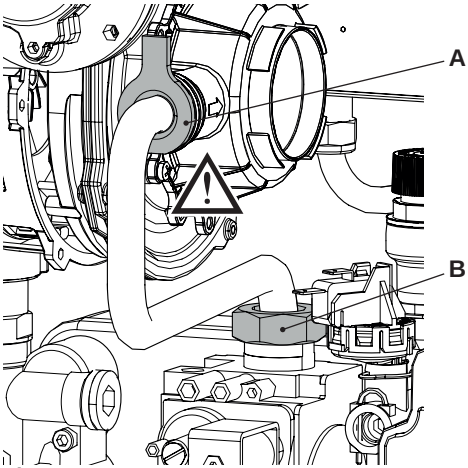

Figura 8.1
- Svitare il girello **B** ed estrarre il tubo del gas **A** (Figura 8.1).
Attenzione per rimontare eseguire le operazioni effettuate in senso inverso, stando attenti a non rovinare la guarnizione OR del tubo gas quando si inserisce il tubo nel mixer aria/gas ed eseguire la prova di tenuta gas dopo aver stretto il girello del tubo gas (Figura 8.1).